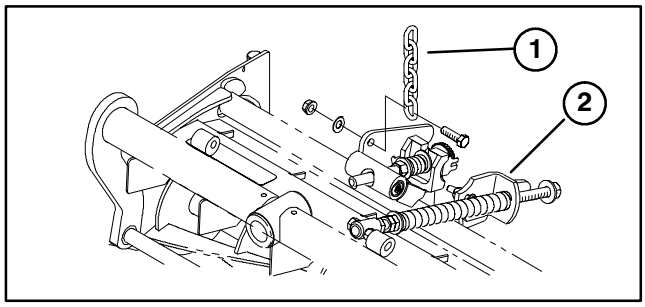

Figure 11
26. Mount left lift chain to cutting unit bracket with a capscrew flat washer and lock nut (Fig. 11).
27. On back right cutting unit, turf compensation spring assembly (Fig. 11) must be removed and installed on right side of cutting unit before lift chain can be mounted.